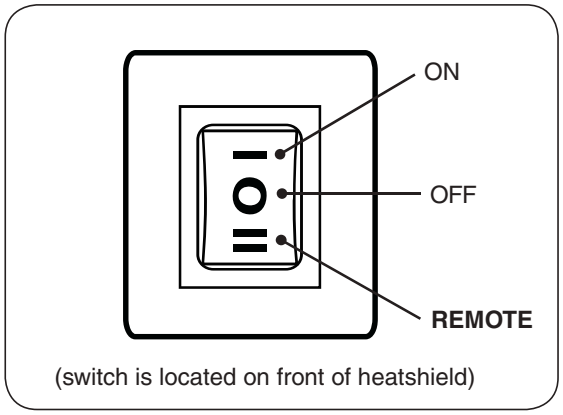

Fig. 11-1 Switch detail
1. Locate the 3-position switch found on the front of the heatshield (see Fig. 11-1). Press the switch down to the **REMOTE** position.